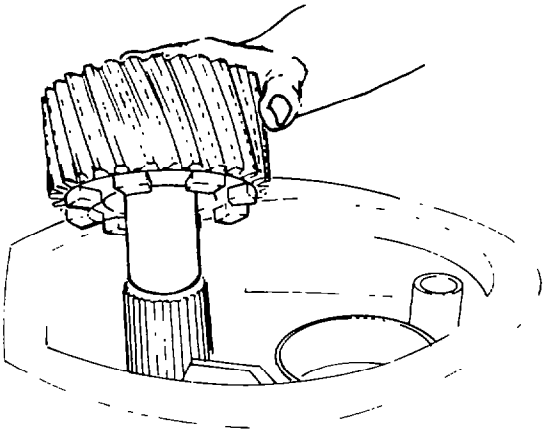

Fig. 222 — Removing Front Drive Gear
i. Remove the front drive gear from the front drive shaft (see fig. 222).